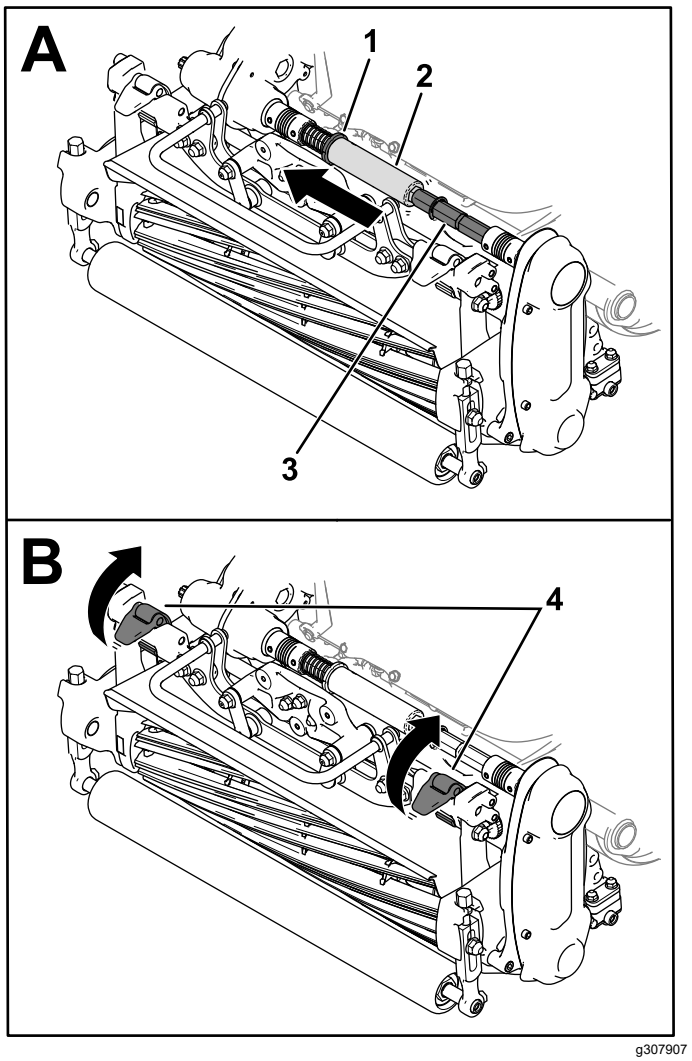

Figura 39
3. Spostate il collare (Figura 39) nella scanalatura dell'albero di trasmissione.
4. Fate scorrere il tubo esagonale per estrarlo dal giunto di accoppiamento dell'apparato di taglio (Figura 39).
5. Sollevate i fermi delle sospensioni per rimuovere l'apparato di taglio dalla macchina (Figura 39).